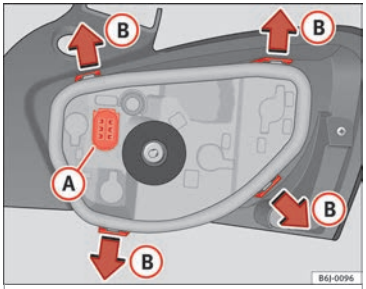

Fig. 106 Changing the tail light bulbs
• Remove the bulb holder, separating it from the casing. To do this, press tabs (B) in the direction of the arrows ››› **Fig. 106**.